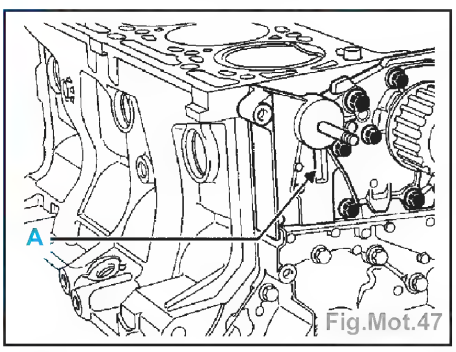

Fig.Mot.47
- le galet tendeur de distribution, en positionnant correctement l'ergot du galet dans la rainure (A) (Fig.Mot.47),